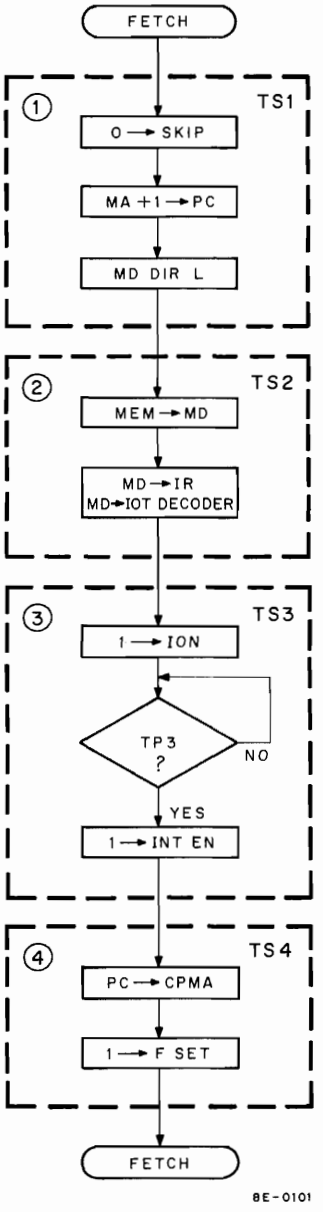

Figure 3-15 Turn On Interrupt (ION) System Flow Diagram
3.9.6.2 Turn On Interrupt (ION) System – The Interrupt System is turned on during the restoration housekeeping routine (Figure 3-13). Refer to Figure 3-15 for the following discussion: